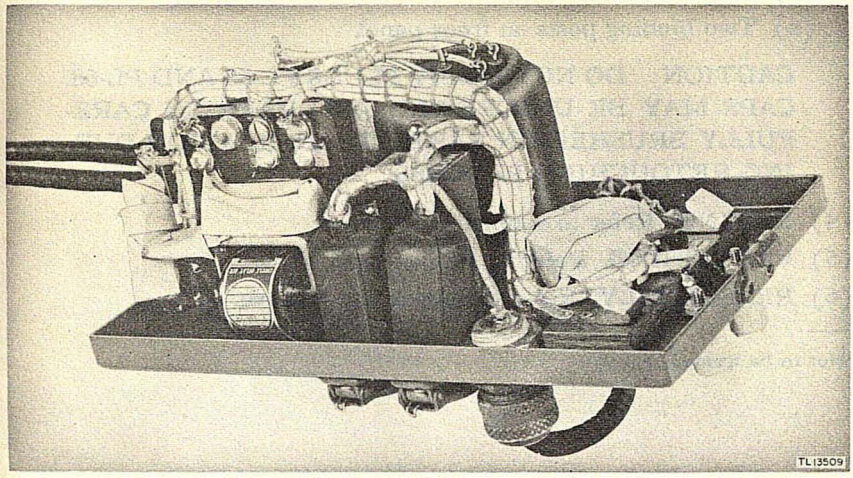

Figure 14. Masking of Control Unit RM-53.
(3) MASKING. Cover the following components with masking tape as shown in figure 14.